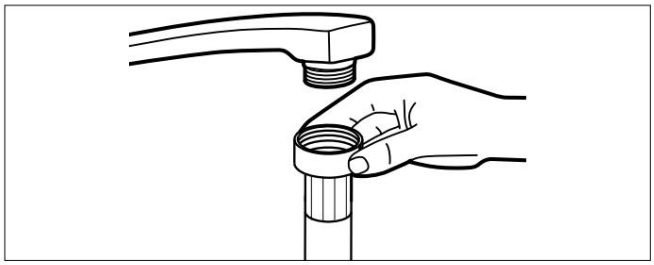

Rys. 9 – Podłączenie rury wodociągowej
Podłącz rurę doprowadzającą wodę (22) do kranu z zimną wodą z gwintem 3/4” (patrz rys. 9).